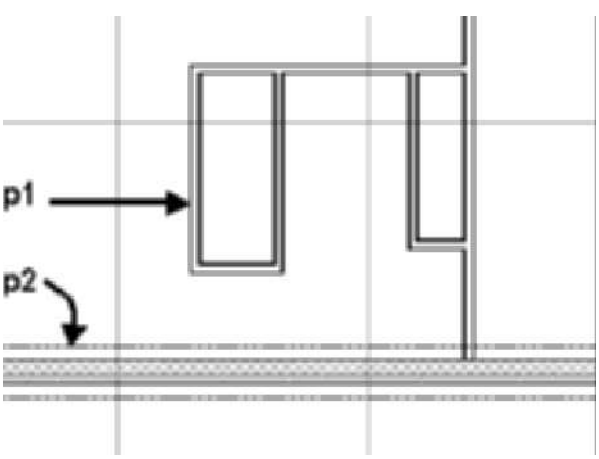

FIGURE 3.95 *Walls extended using the Intelligent Cleanup command*
26. Select the wall at p1 as shown in Figure 3.95. Choose Intelligent Cleanup from the Modify panel of the Wall tab. Respond to the workspace prompts to extend the wall p2 to wall p1 as shown in Figure 3.95.
`Select boundary wall for T-Cleanup or:` *(Select wall at* p2 *as shown in Figure 3.95. Press ESCAPE to clear selection of walls.)*